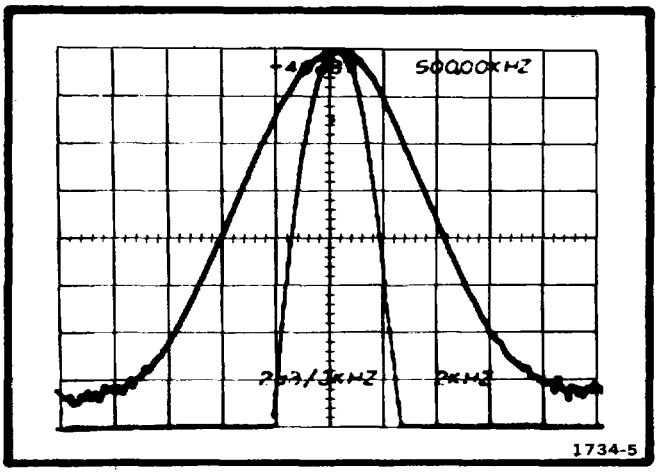

Fig. 3-3. Log amplifier calibration composite waveform.
9. Repeat steps 7 and 8 until the displayed waveforms are 8 vertical divisions in both log amplifier settings. (Refer to Fig. 3-3, Log Amplifier Calibration Composite Waveform.) If desired, check linearity of the 10 dB/div display by increasing the REFERENCE LEVEL in 10 dB steps. Adjust LOG CAL slightly to correct any non- linearity.